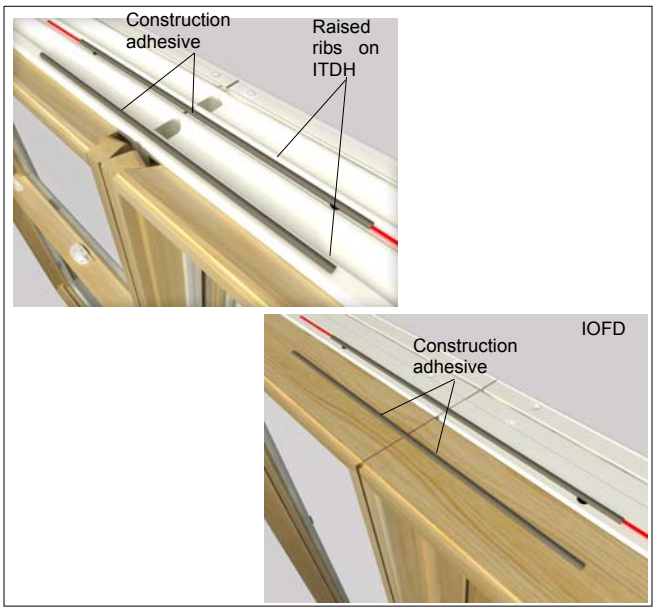

Figure 8 Apply construction adhesive.
2. Apply two 1/4" (6) x 12" (32) beads of construction adhesive on the frame beneath where the mull brackets will be applied as shown in figure 8.